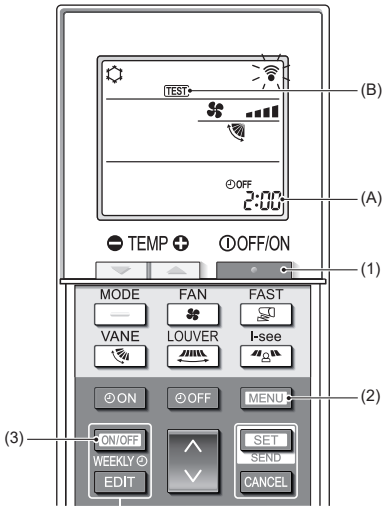

Abb. 7-5
■ **Testlauf (Abb. 7-5)**
1. Drücken Sie die Taste [ ] (1), um die Klimaanlage anzuhalten.
- Wenn der Wochen-Timer aktiviert ist (WEEKLY eingeschaltet ist), drücken Sie die Taste [ON/OFF WEEKLY] (3), um ihn zu deaktivieren (WEEKLY ist ausgeschaltet).
2. Drücken Sie die Taste [MENU] (2) 5 Sekunden lang.
3. Drücken Sie die Taste [MENU] (2).
- TEST (B) leuchtet auf und das Gerät tritt in den Testlaufmodus ein.